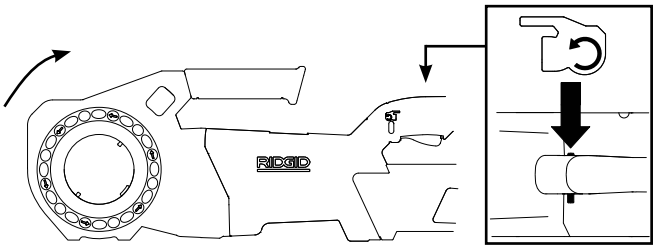

Figura 5A – Posição do Interruptor PARA A FRENTE (Para a Direita)
- Desloque o Interruptor Deslizante Para a Frente/Para Trás para a posição Para a Frente. Prima e solte o interruptor de LIGAR/DESLIGAR. Verifique se o propulsor roda no sentido certo *(ver Figura 5A)* e para ao soltar o interruptor.